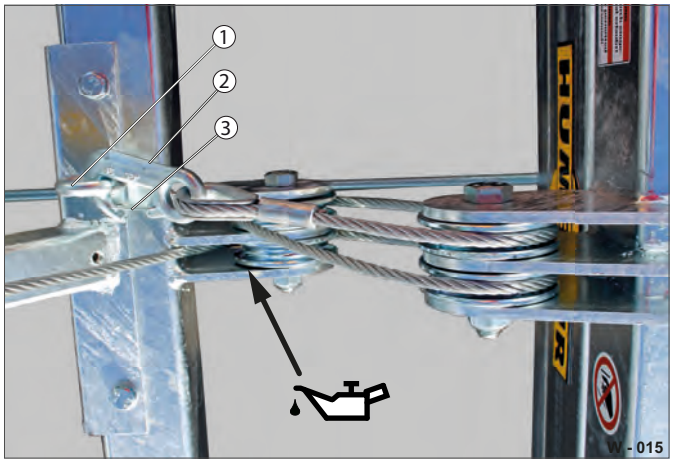

Fig. 15 Kontrol af wirens føring/sikring
- ▶ Kontrollér, at øjet (Fig. 15 /1) sidder ordentligt fast.
- ▶ Kontrollér krogen (Fig. 15 /2) for beskadigelser/ deformation - krogen skal være sikret med en fjederbøjle (Fig. 15 /3).
- ▶ Frigør krogen (Fig. 15 /2) fra øjet (Fig. 15 /1).
- ▶ Fastgør krogen i øjet (se Fig. 15).